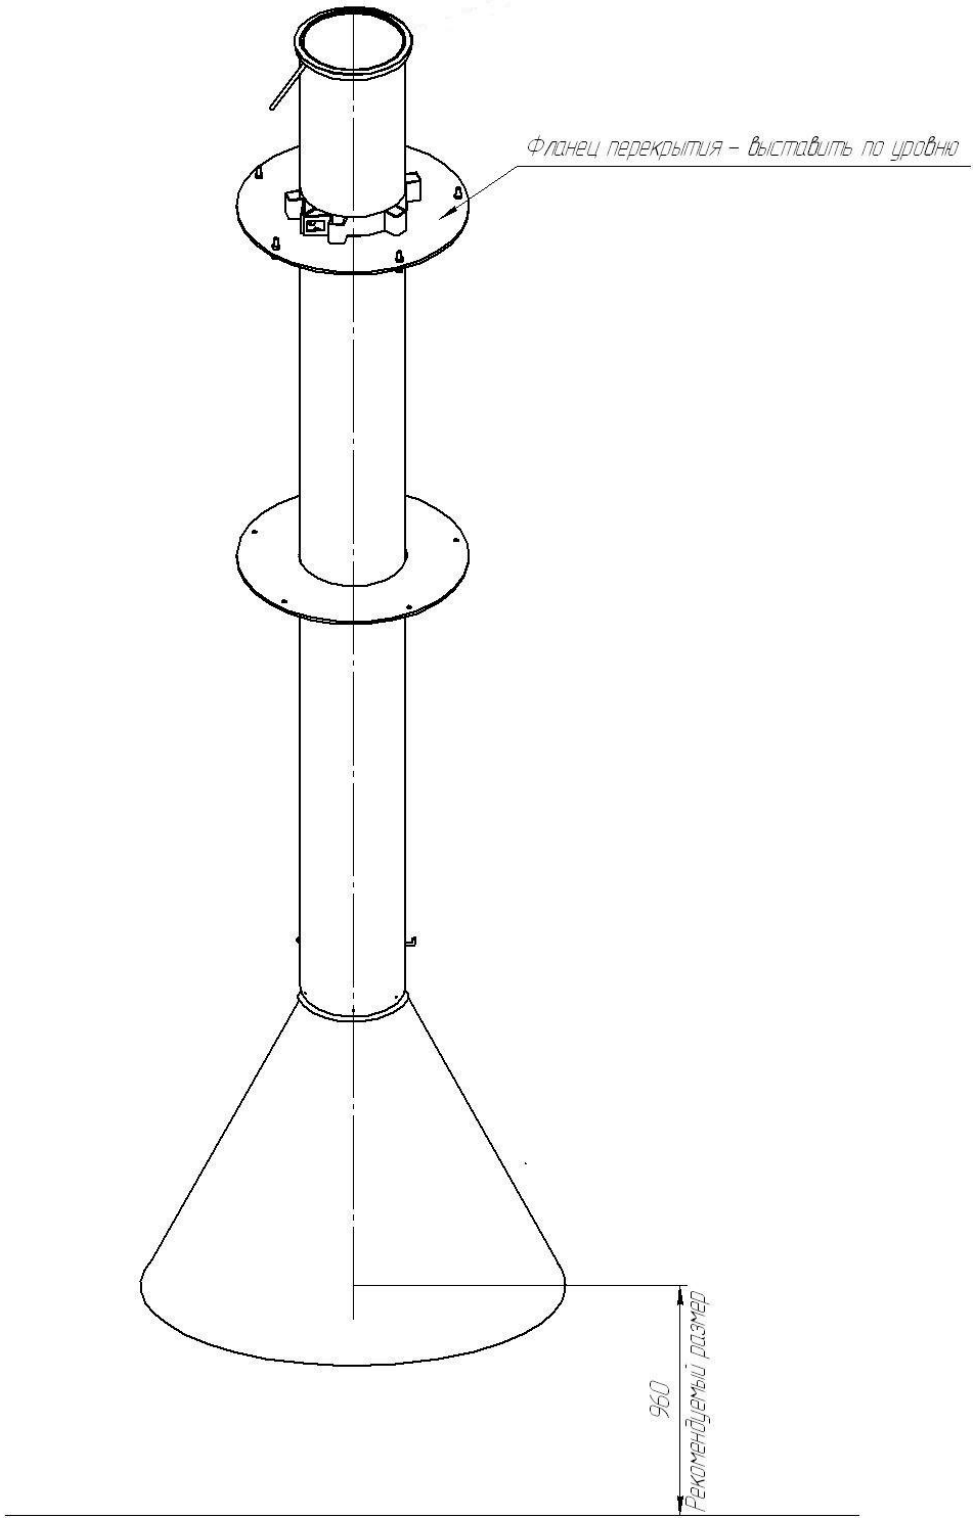

Рис.2
2. Оденьте фланец потолочный на трубу дымохода и выставьте его по уровню, на перекрытии. Установите хомут в сборе на трубе, выдержать рекомендуемое расстояние от пола до купола и затяните Хомут Болтом М12х30. (рис.2)